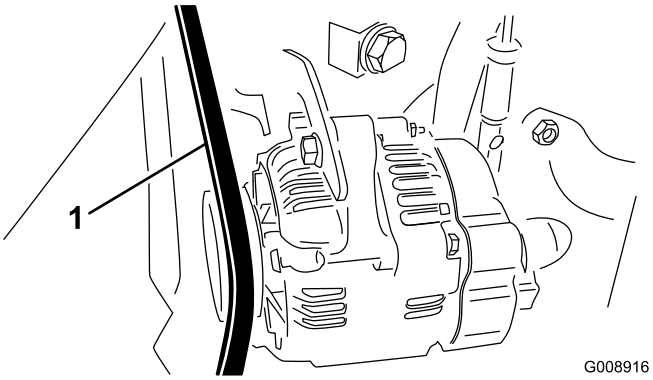

Figur 72
2. Kontrollér tilspændingen ved at trykke ned på generator-/ventilatorremmen midtvejs mellem remskiverne på generatoren og krumtapakslen med en belastning på 30 N·m (Figur 72).